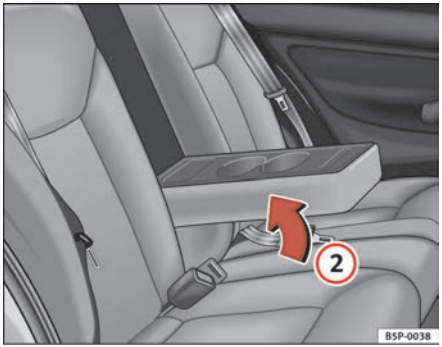

Fig. 111 Rear armrest/drink holder
– To close, lift the Drink holder*/ armrest* in the direction of the arrow ⇒ page 139, fig. 111 (2).